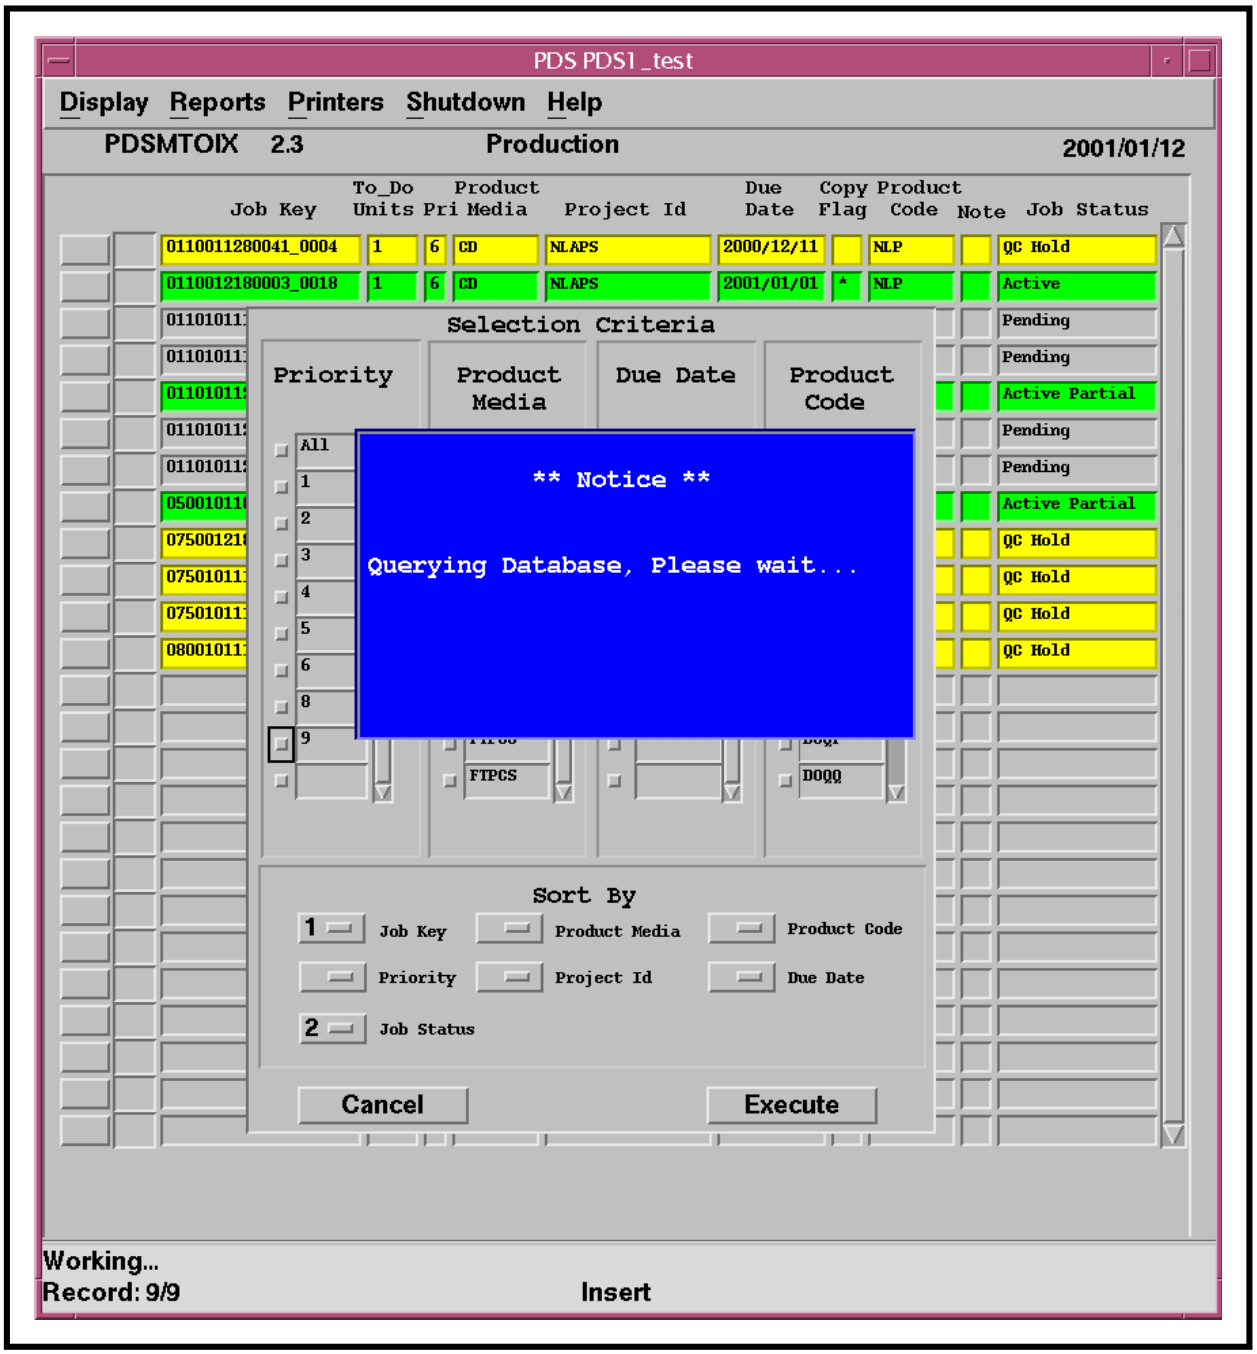

Figure 75. Querying Database Notice
- A **Querying Database** notice (Figure 75) is displayed temporarily in a blue box.